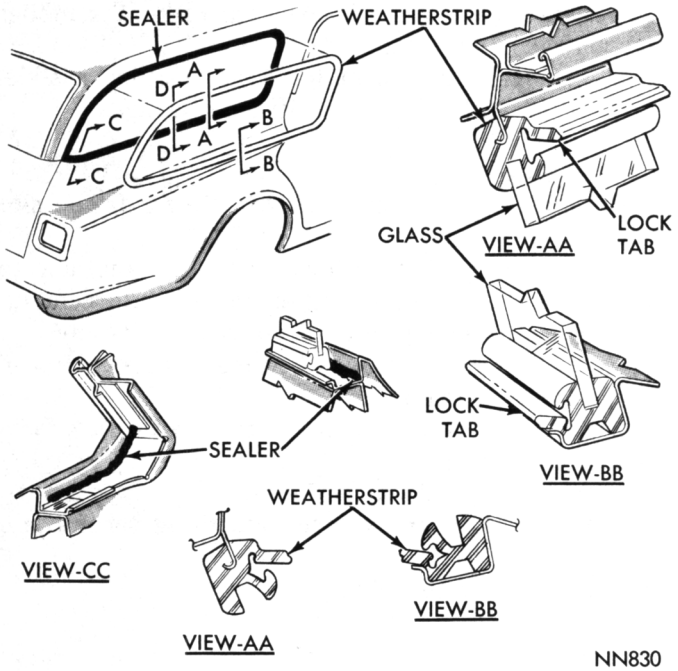

Fig. 48—Station Wagon Quarter Window
(1) Unlock weatherstrip (Fig. 48) by prying lip of weatherstrip apart, inserting a fibre wedge and with a slight twist to the wedge, move tool completely around weatherstrip forcing the locking tab out.
(2) Carefully loosen weatherstrip from glass on inside and outside surfaces.
(3) With an assistant supporting glass on the outside, force glass out of weatherstrip from inside the vehicle.
(4) Inspect weatherstrip for damage.